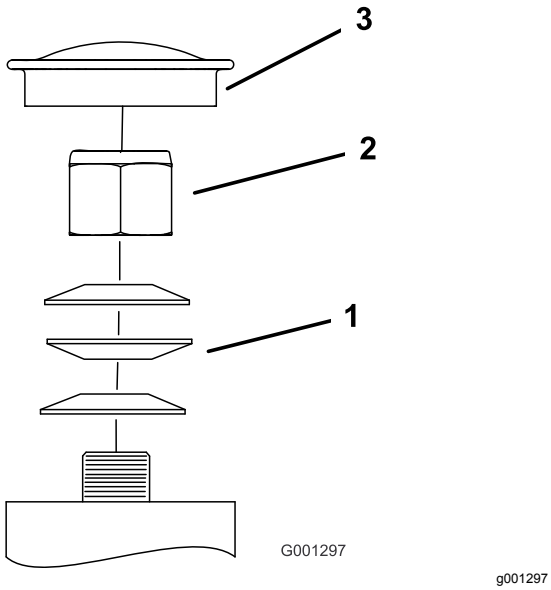

Figur 71
3. Fjern støvhætten fra styrehjulet, og spænd låsemøtrikken (Figur 71).
4. Spænd låsemøtrikken, indtil fjederskiverne er flade, og skru derefter 1/4 omgang ud for at indstille forspændingen på lejerne korrekt (Figur 71).
Vigtigt: **Sørg for, at fjederskiverne monteres korrekt som vist i Figur 71.**
5. Monter støvdækslet (Figur 71).